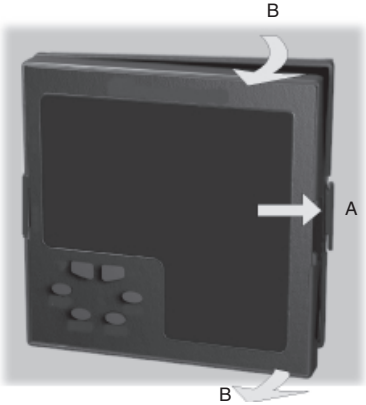

Fig. 19.a
3) While the lock A is maintained out, slide out the right side of the instrument (see fig. 19.a)